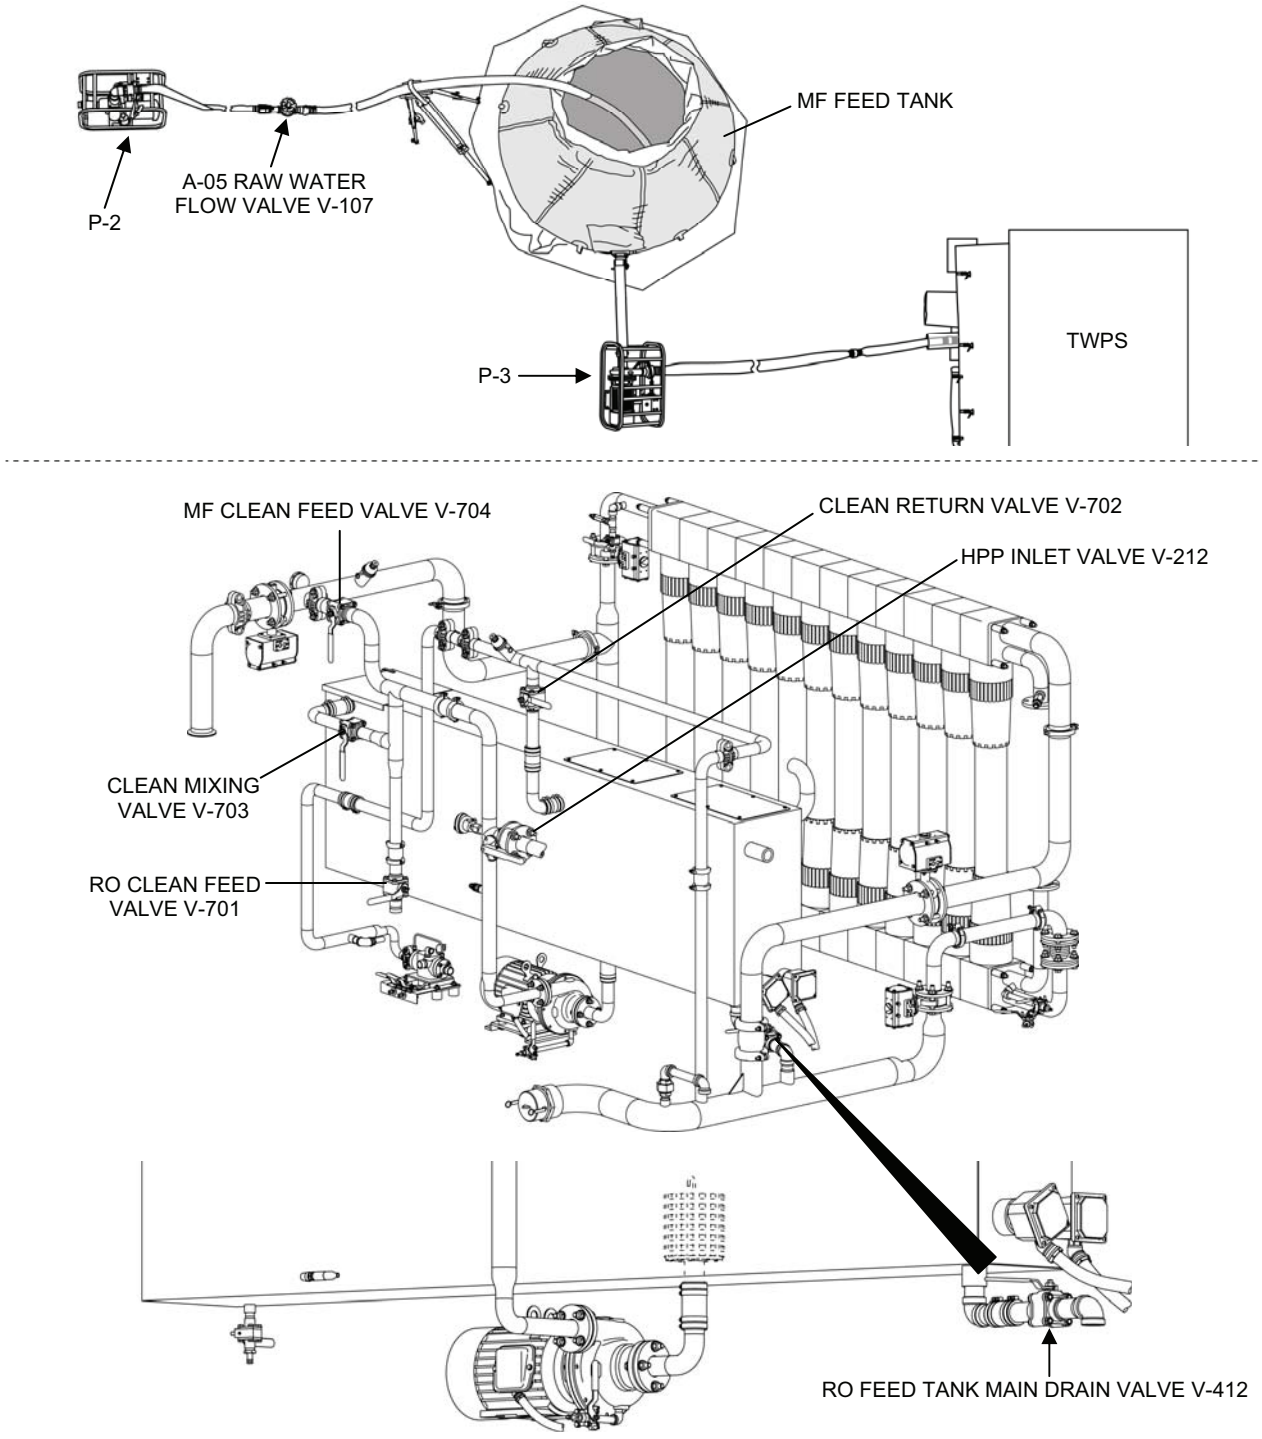

Figure 2. Valves Operated to Heat Up the TWPS Systems.
3. Heat up the TWPS systems as follows (Figure 2):